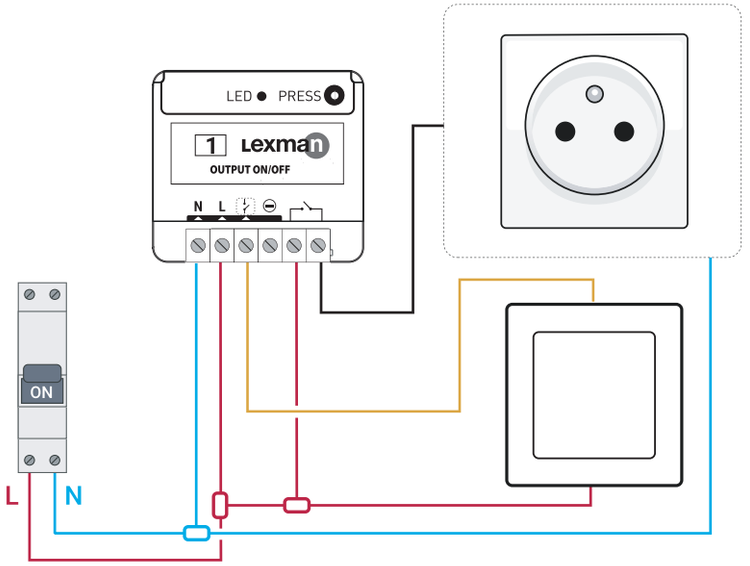

Figura 3
3. **Passare il cavo sul ricevitore ON/OFF secondo lo schema (figura 3).**